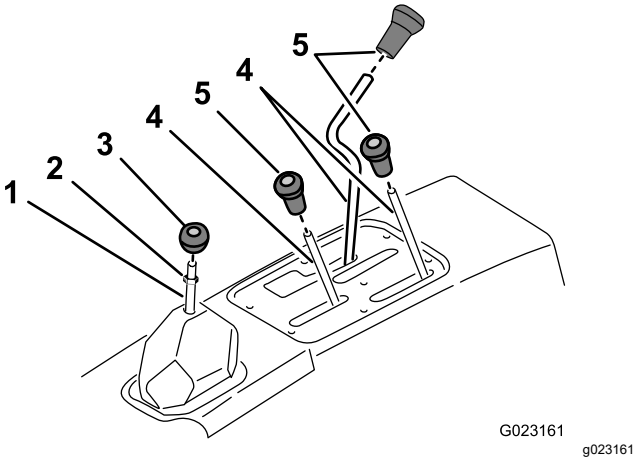

Figur 2
1. Skruva loss och ta bort alla knoppar från konsolspakarna och växelväljaren (Figur 2).
2. Ta bort kontramuttern från växelväljaren (Figur 2).